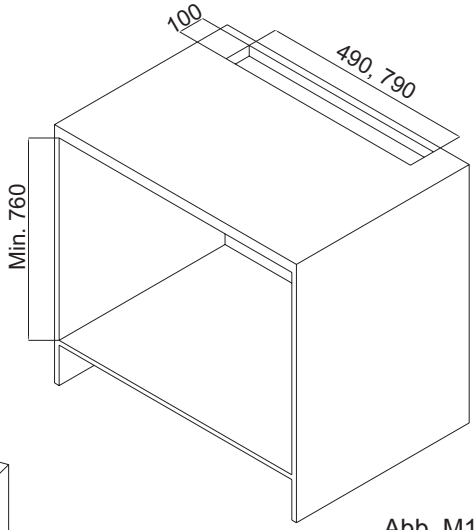

Abb. M1
1. Ausschnitt in die Arbeitsplatte einbringen. Abstand zwischen Kochfeld-Rand und Hauben-Rand max. 20 mm (s. Abb. M1 und Seite 12).